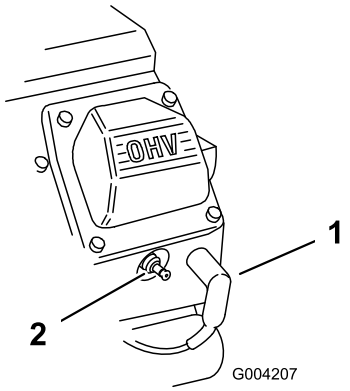

Figure 24
2. Débranchez les bougies (Figure 24).
3. Rebranchez les bougies (Figure 24).